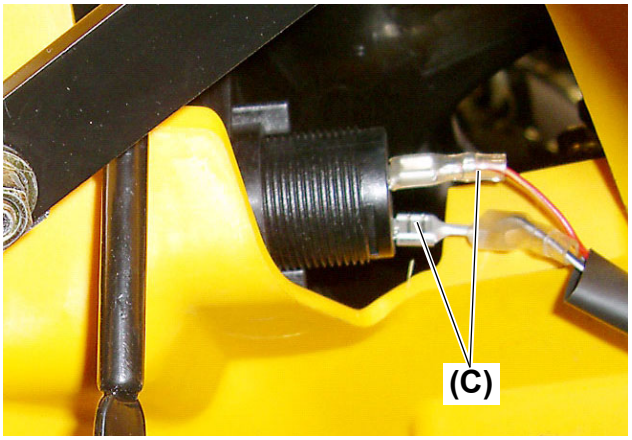

Fig. 4
4. Disconnect the two (2) wires from wire harness to the 12V DC outlet connector **(Fig. 4, (C))**.